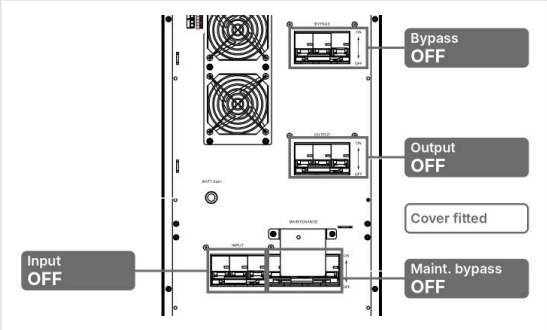

FIGURE 6-1 Before start-up: all breakers OFF, maintenance-bypass cover fitted
- All breakers are OFF and the maintenance-bypass cover is fitted (Figure 6-1).
4. Open the INPUT and BYPASS breakers. To isolate the UPS completely, also open the OUTPUT breaker and the upstream breakers (Figure 6-1).